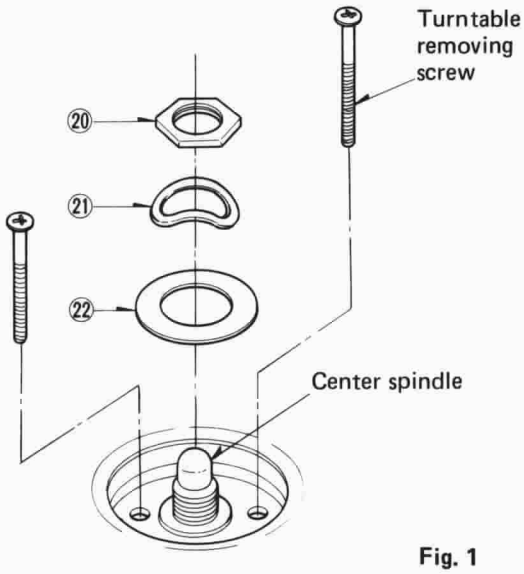

Fig. 1
2. Remove the nut ⑳ , washers ㉑ and ㉒ used to secure the turntable. **(See Fig. 1.)**
3. Set 3mm screw into the two holes provided near the center spindle of the turntable, and then lift the screws with both hands to remove the turntable. **(See Fig. 1.)**